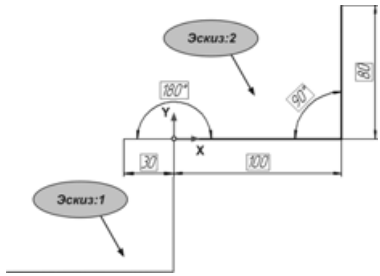

Рис. 8.50
- Создайте новый эскиз в плоскости **Плоскость под углом:1** и повторите геометрические построения, описанные выше (рис. 8.50).